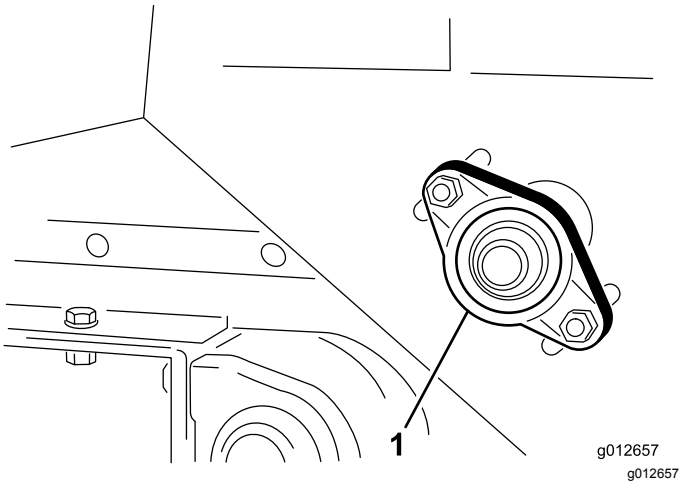

Rysunek 37
1. Poluzuj nakrętki mocujące obudowę łożyska (Rysunek 37) po prawej stronie maszyny.